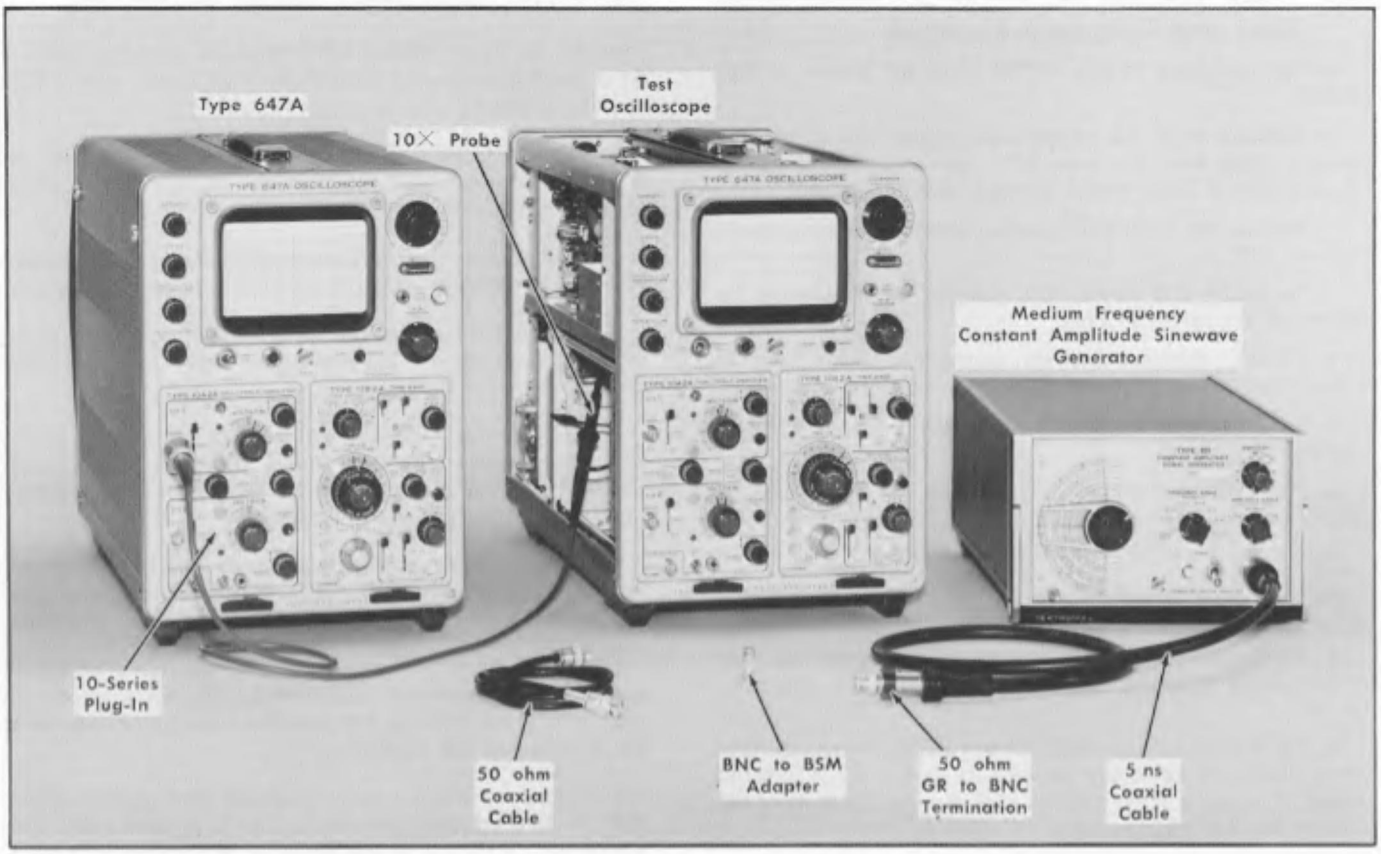

Fig. 6-8. Initial test equipment setup for steps 34 through 36.
a. Test equipment is shown in Fig. 6-8.